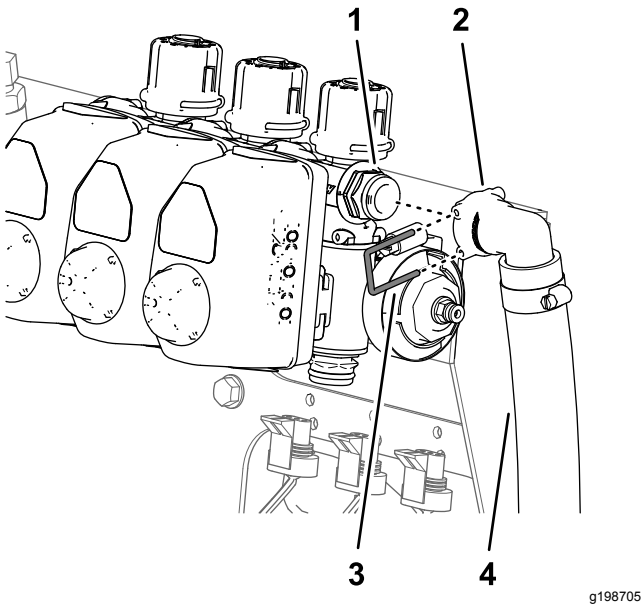

Figur 61
- **For maskiner uden det valgfri håndholdte pistolsæt eller det valgfri elektriske slangetromlesæt:** Afmonter den lille holder, der fastgør omløbsslangens lynfrakoblingsfitting til højre sektionsomløbsventils lynfrakoblingsfitting (Figur 61).